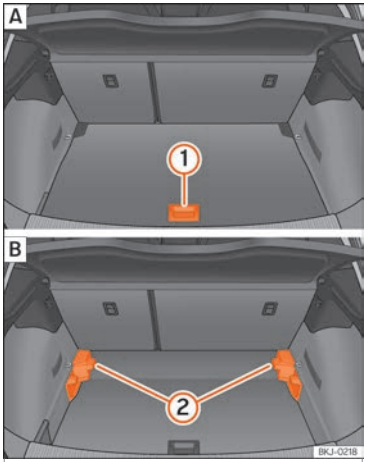

Fig. 166 Piso variável da bagageira: A posição alta; B posição baixa.
- Levante o piso pela asa ››› **Fig. 166** (1), puxe-o para trás até que a parte dianteira do piso baixe totalmente os suportes (2).
- Desloque o piso sobre estes para a frente até que chegue ao limite no encosto dos bancos traseiros e, de seguida, baixe o piso com a peça (1).